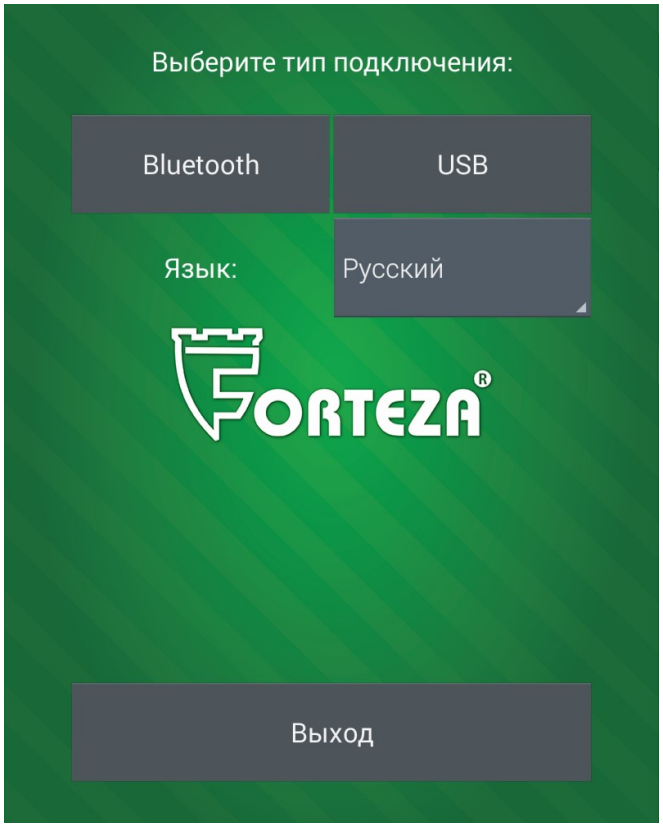

Рисунок 2.27
2.3.7.4.1.2 Запустить на Android устройстве программу «FM UNI» (рисунок 2.27).
2.3.7.4.5 Выбрать тип подключения «USB» (рисунок 2.27). Откроется окно программы (рисунок 2.29).
2.3.7.5.1 Запустить на Android устройстве программу «FM UNI» (рисунок 2.27).